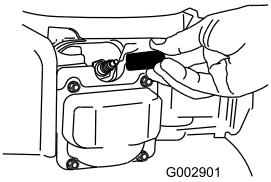

Bild 20
2. Ziehen Sie das Zündkabel von der Zündkerze (Bild 20) ab, bevor Sie Wartungsarbeiten ausführen.